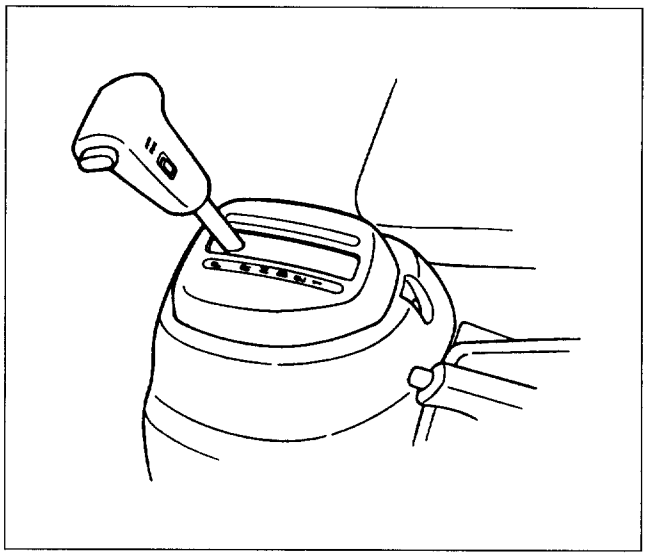

Figure 1. Moving Gear Selector
2. With the engine idling, shift the gear slowly in every range from "P" to "L" ranges, and return to the "P" range (figure 1).